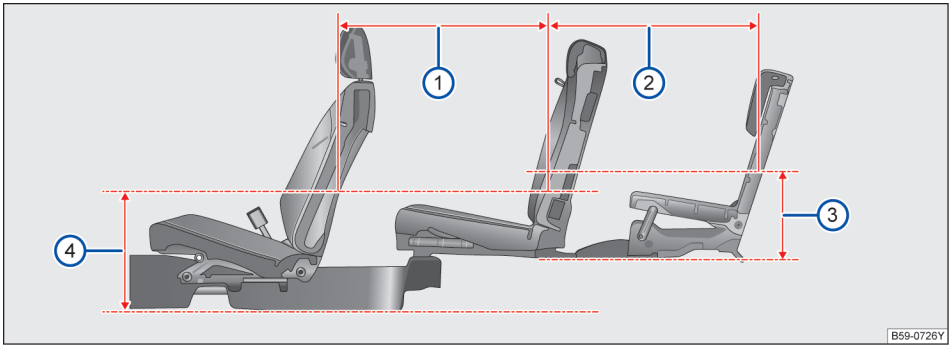

图 96 座间距
当前排座椅前后位置：座椅最后往前滑动 124mm，高度及靠背角都处于设计位置；第二排座椅前后位置:位于导轨中间位置，靠背角为 17°；第三排座椅位于设计位置时，在距离地板位置 680mm 处→ 图 96 ④，第一排及第二排座椅座间距为 613.8mm→ 图 96 ①；在距离第二排座椅下方地板 380mm 处→ 图 96 ③，第二排及第三排座椅座间距为 640.5mm→ 图 96 ②。 ◁